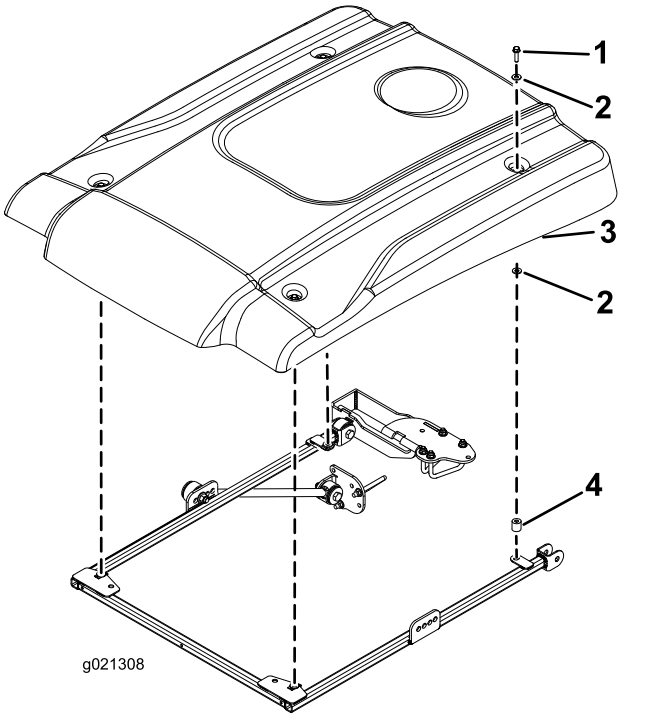

Рисунок 37
11. Выравнивая монтажные отверстия, расположите солнцезащитный навес на раме, как показано на Рисунок 37.
12. Установите, не затягивая, каждый угол солнцезащитного навеса на раму с помощью болта с фланцевой головкой (5/16 x 1¼ дюйма), 2 небольших шайб и проставки (Рисунок 37). Установите шайбу с каждой стороны резиновой втулки солнцезащитного навеса.